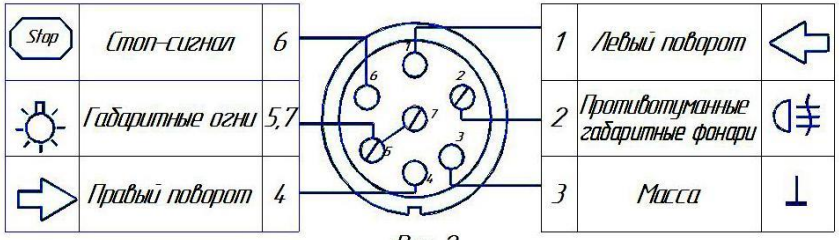

Рис. 2
- подключить провода от клемм розетки к бортовой сети автомобиля в соответствии со схемой рис. 2 с помощью разветвителей проводов;